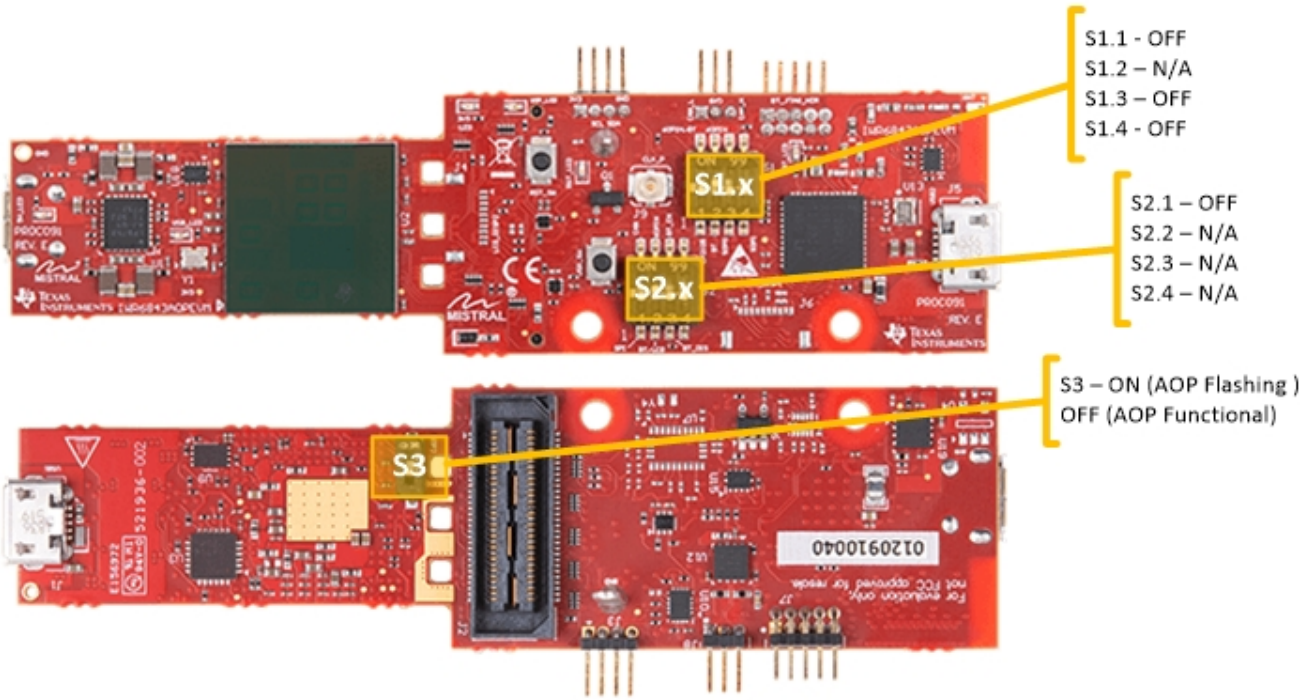

Figure 68. Switch Configuration for Modular Mode
When used in Modular mode, the UART can either be routed to the SICP2015, which displays the data on the mmWave visualizer, or to other devices connected to the USB interface. The UART data can also be routed to the CC2642R2F, which transmits data to a wireless device through Bluetooth. Figure 68 shows the setup for SICP2015. Figure 69shows the setup for CC2642R2F. (1)